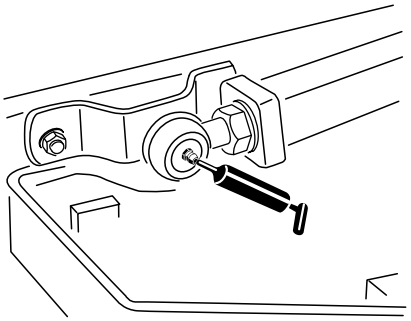

Рисунок 41
- Шаровые опоры подъемных рычагов (2 шт.) (Рисунок 41)